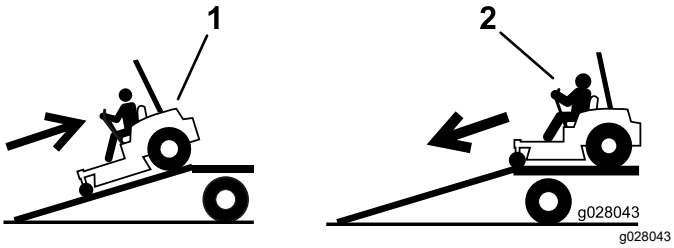

Figura 31
4. Suba a rampa em marcha atrás (Figura 31).
2. Desça a rampa em marcha para a frente (Figura 31).